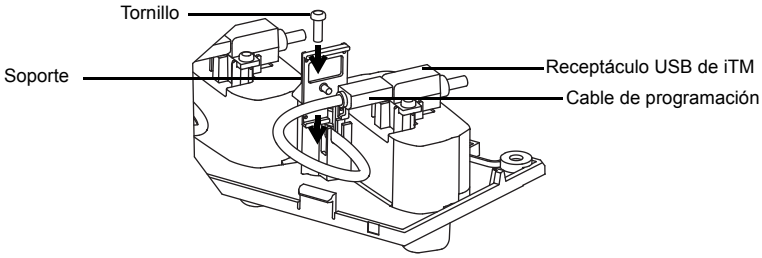

Figura 13: Fijación del cable de programación.
4. Fije el soporte plástico y el tornillo para asegurar el cable de programación (consulte la Figura 13).